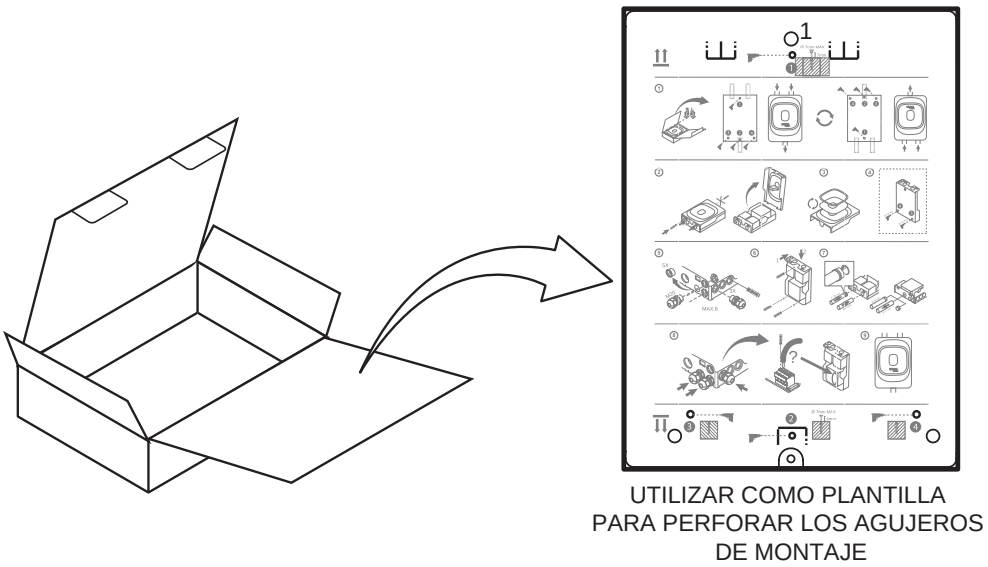

Figura 3-2: Plantilla de montaje
1. La cubierta de la caja FAAST FLEX, se proporciona una plantilla para los agujeros de montaje (véase la Figura 3-2).